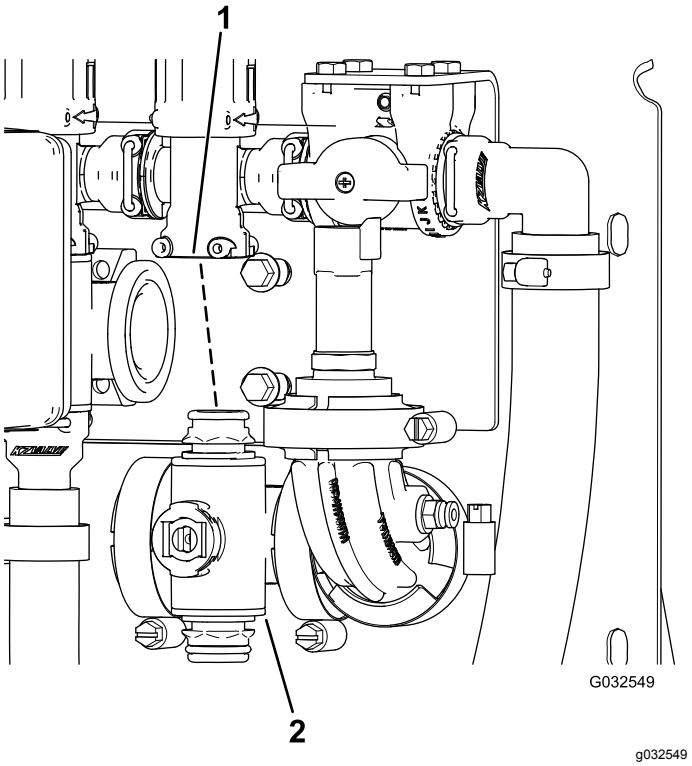

Figuur 110
3. Verwijder de spuitboomklepverdeler van de machine (Figuur 110).